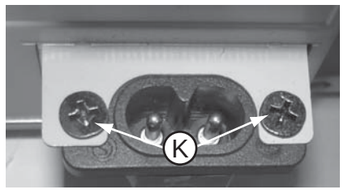

Figure 11
2) Loosen 2 screws “K” to remove the AC socket as shown in figure 11.